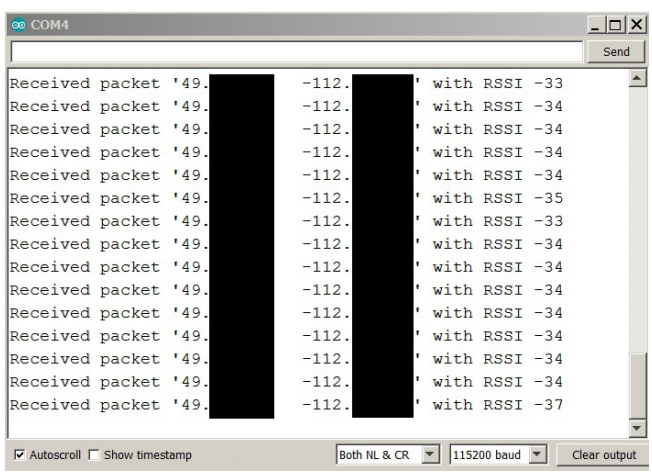

Figure 12 – GPS data received over LoRa. Decimal values have been masked so as not to reveal exact location of sensor to the world on this public log.
- Using the simple way to extract the data from the previous code, and then using the latitude and longitude variables as the variables sent in my LoRa packet, I should be able to send that data. The code I wrote below functions properly and my usual LoRa receiver that prints packets to the serial monitor receives the data properly, as shown in Figure 12 below.